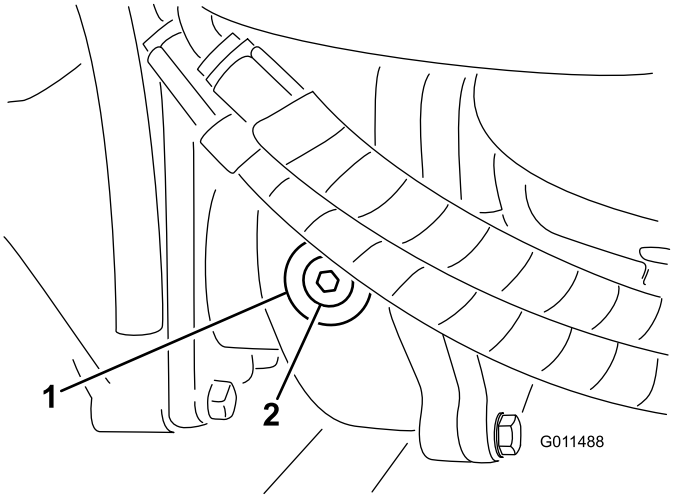

Bild 61
2. Entfernen Sie die Prüf-/Füllschraube an der linken Getriebeseite und stellen sicher, dass das Öl die Unterseite des Lochs erreicht (Bild 61).